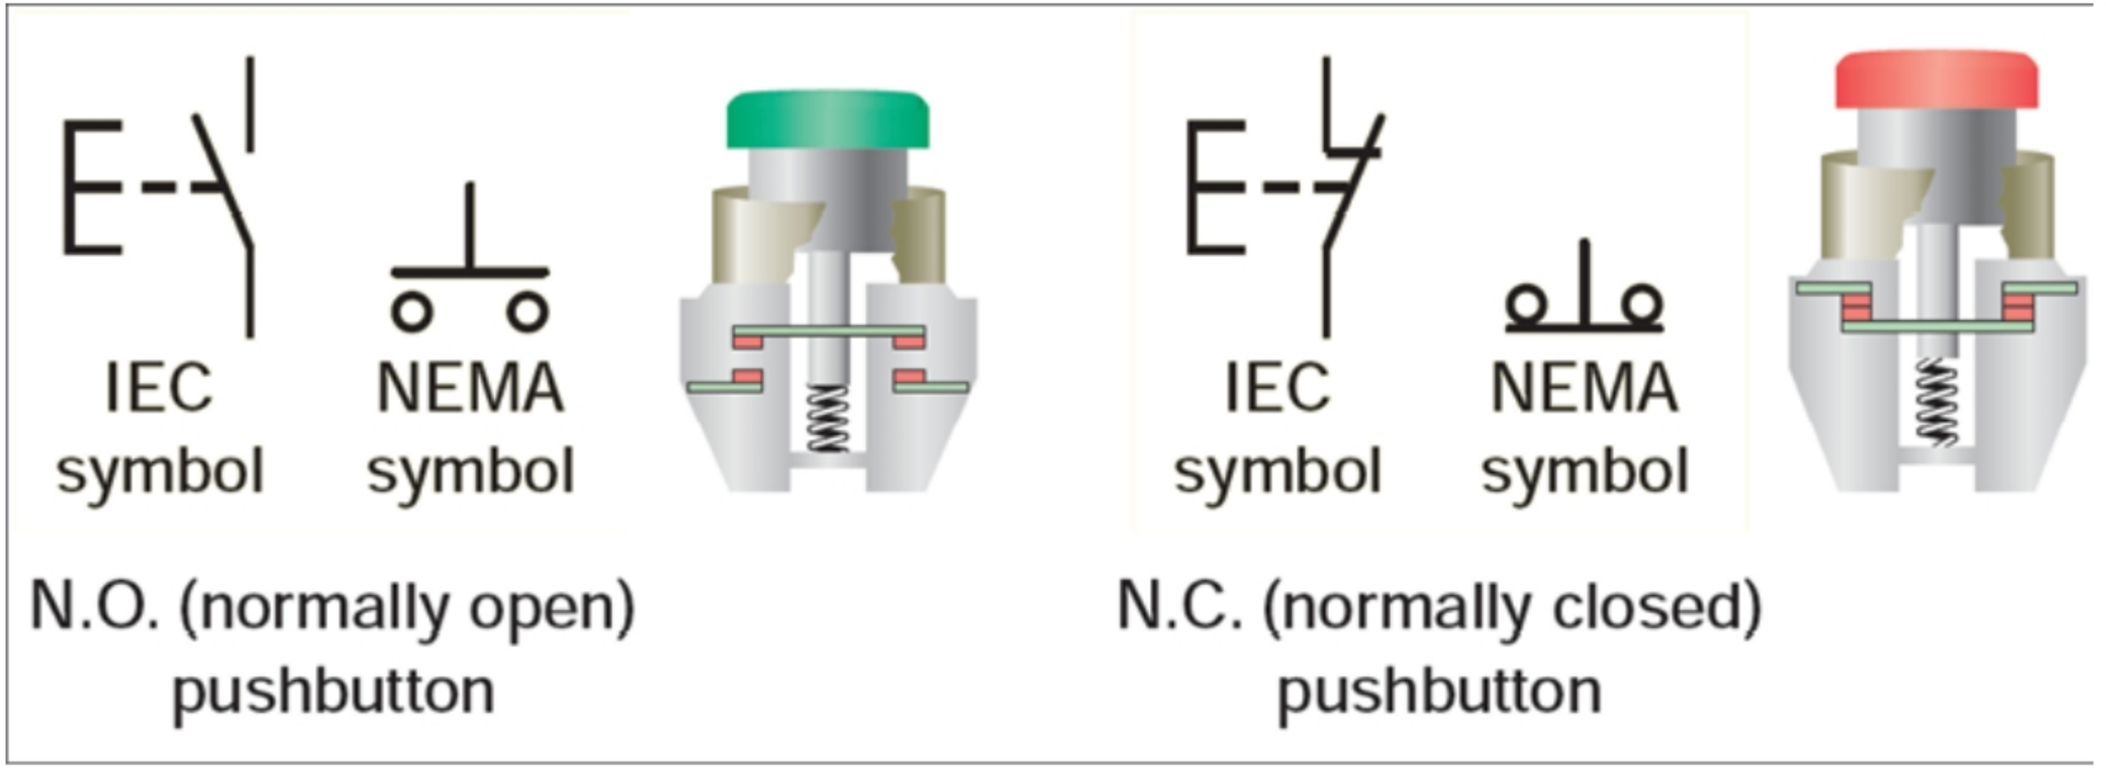
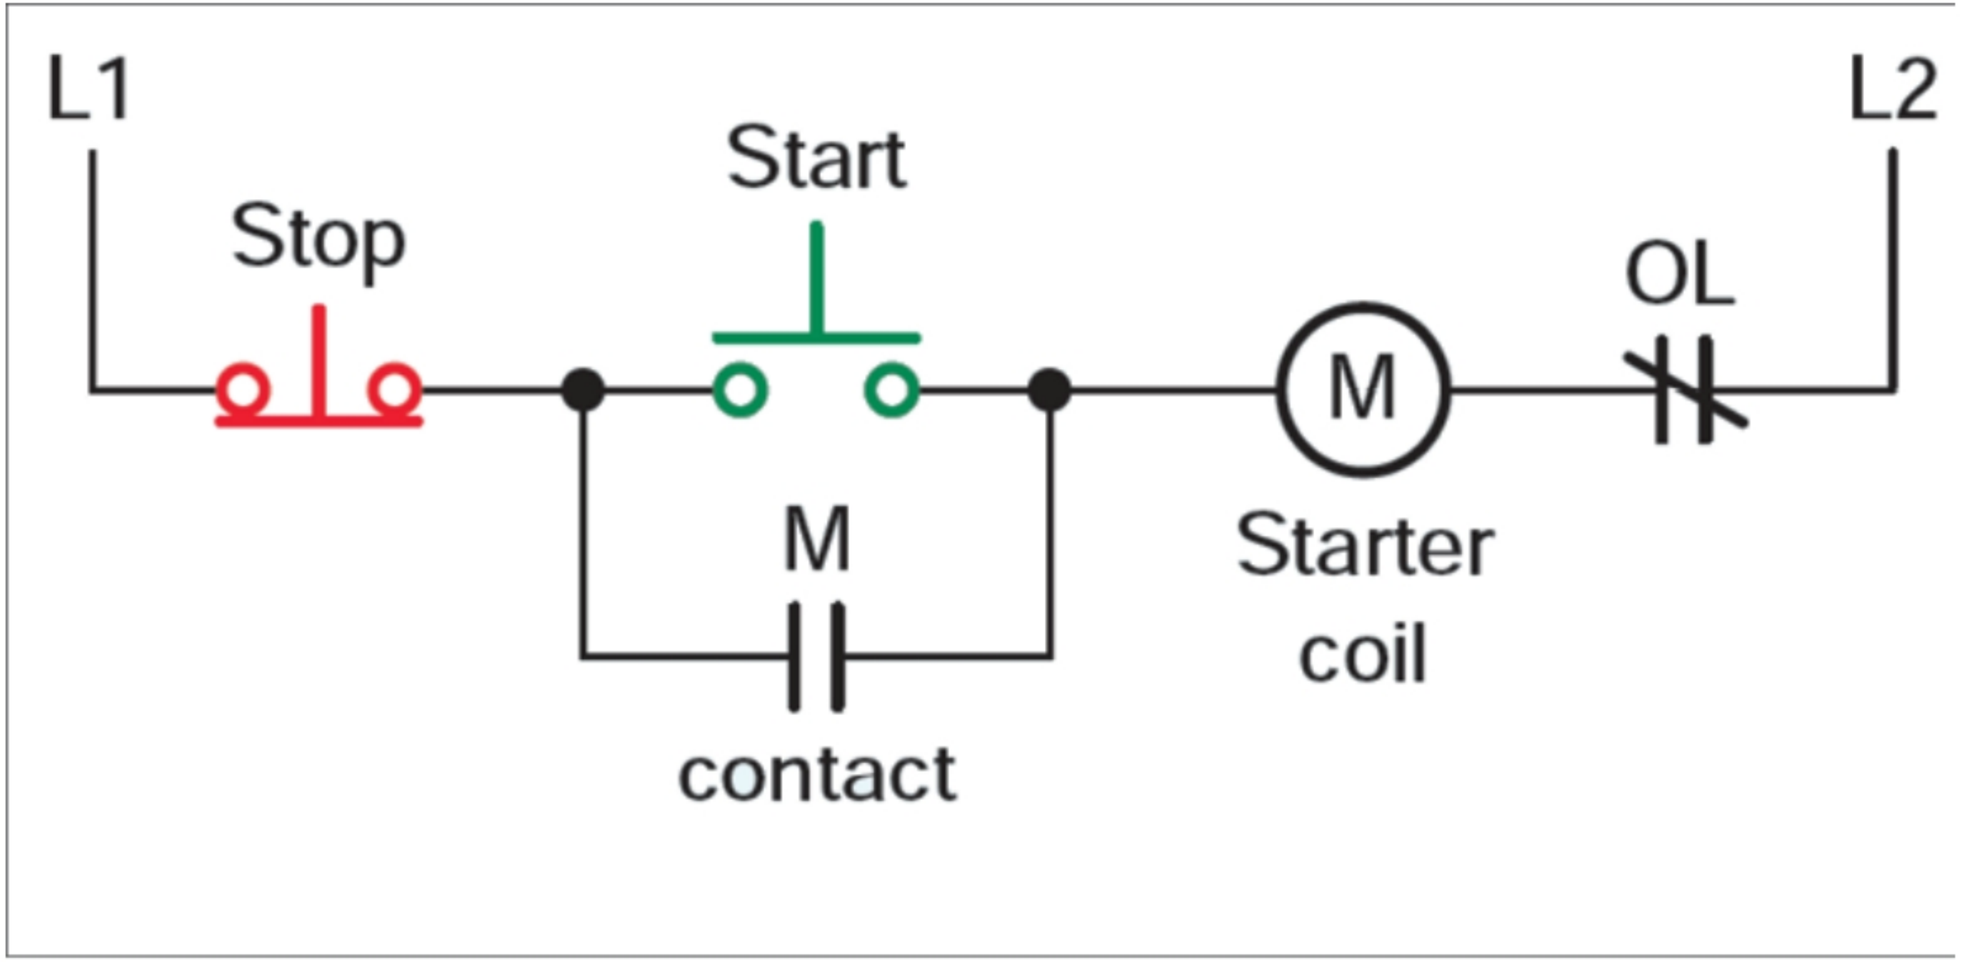

Figure-1. Push buttons
Figure-2. Circuit showing use of push button
The push buttons are used to start and stop motors and other electrical machines. There are mainly two type of push buttons based on operation; Normally Open (NO) and Normally Closed (NO); refer to Figure-1. These push buttons are generally coupled with contacts to run motor or other electrical machines. So, once you have pressed NO push button to start a circuit, the contact will keep on supplying current until NC push button is pressed; refer to Figure-2. The contact points in good quality push buttons are made of silver to provide long life and better conductivity. Gold contacts are typically necessary when switching at logic level, generally defined as covering 1 to 100 mA. The momentary voltage on push buttons is very high so you should make sure that proper insulation is provided in the push button depending on your application. The factors involved in selection of push button are load, voltage, contact materials, circuit type, terminal type, and mounting.